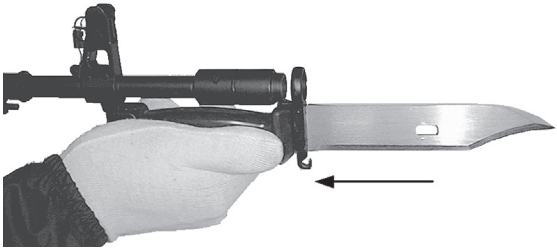

Rys. 18. Nakładanie bagnetu
- trzymając bagnet prawą ręką za rękojeść, nałożyć, go rowkami na oporę podstawy muszki *(rys. 18)*, a nasadę przednią na nasadkę z pierścieniem.